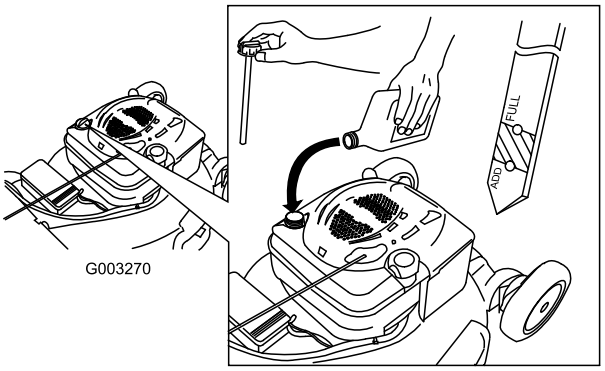

Figur 7
1. Ta bort oljestickan (Figur 7).
2. Fyll **långsamt** på olja i påfyllningsröret tills nivån når markeringen Full på oljestickan (Figur 7). **Fyll inte på för mycket.** (Maximal påfyllning: 0,59 l, typ: SAE 30W renad olja med API-klassificering SF, SG, SH, SJ, SL eller högre.)